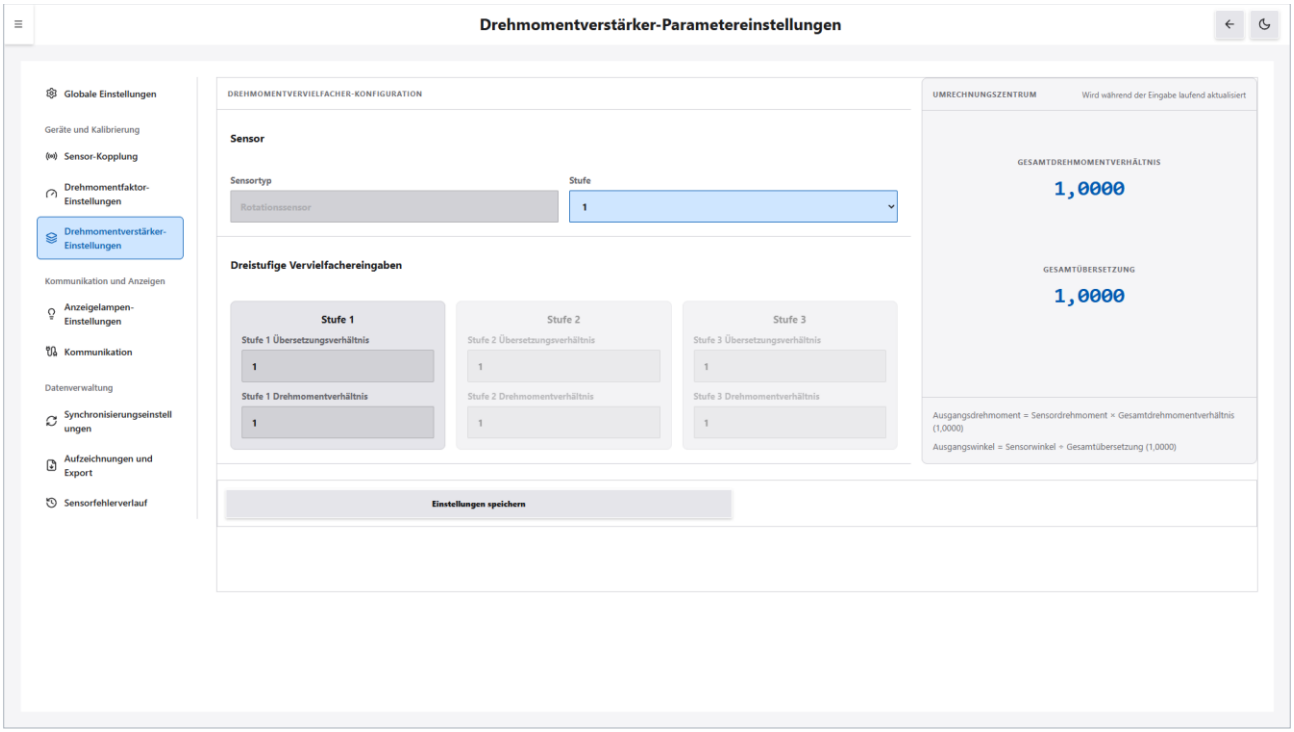

Abbildung 12-9 Bildschirm Drehmomentverstärker-Parametereinstellungen
Abbildung 12-9 zeigt „Stufe“ auf 1 und alle sechs Verhältnisse auf 1; „Gesamtdrehmomentverhältnis“ und „Gesamtübersetzung“ sind beide 1,0000, und die Karten für Stufe 2 und Stufe 3 werden blass angezeigt.
1. Öffnen Sie „Drehmomentverstärker-Einstellungen“. Der Bildschirm aus Abbildung 12-9 erscheint, und die Felder zeigen die aktuell gespeicherten Werte.